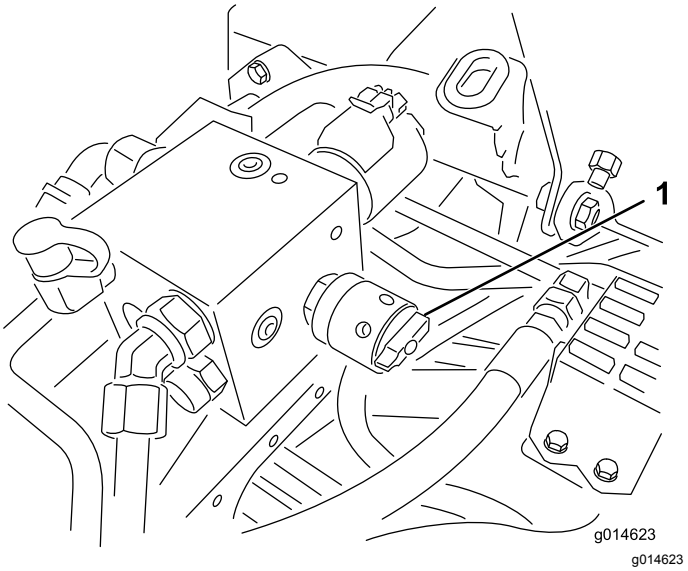

Rysunek 35
4. W celu ustawienie prędkości wirników obróć pokrętło (Rysunek 35) do momentu, aż strzałki wskaźnika wraz z liczbą oznaczającą żądane ustawienie znajdą się w jednej linii.